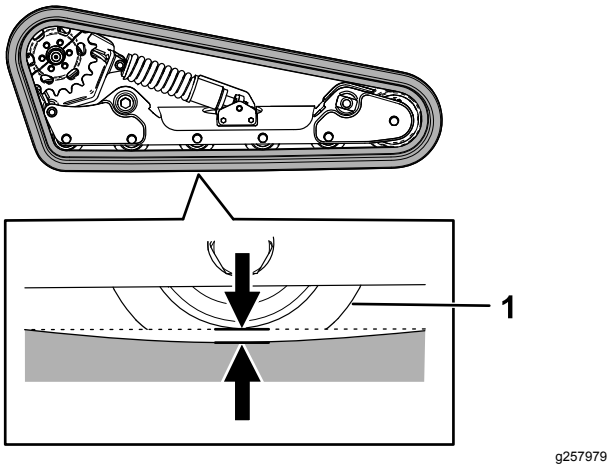

**Figuur 56**
Hef/ondersteun 1 zijde van de machine en gebruik het gewicht van de rupsband om na te gaan of de ruimte tussen de onderkant van de lip van het wegwiel en de rupsband 13 mm bedraagt zoals getoond in Figuur 56. Als dit niet het geval is, stel dan de spanning van de rupsbanden af met behulp van de volgende procedure.
5. Gebruik een dopsleutel van ½" en draai de spanschroef tot de rupsband 13 mm doorbuigt zoals getoond in Figuur 56.
9. Controleer of de rupsband 13 mm doorbuigt zoals getoond in Figuur 56. Indien nodig instellen.
20. Gebruik een dopsleutel van ½" en draai de spanschroef linksom tot de rupsband 12,7 mm doorbuigt zoals getoond in Figuur 56.
25. Controleer of de rupsband 12,7 mm doorbuigt zoals getoond in Figuur 56.